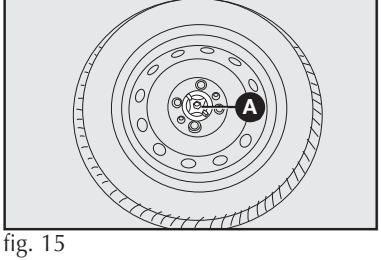
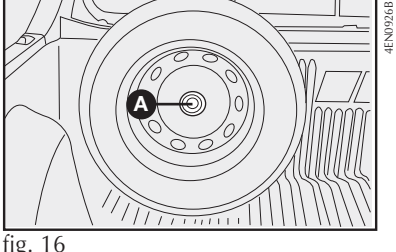

fig. 15
fig. 16
15) colocar a roda substituída no compartimento da roda sobressalente fixando-a com o dispositivo de bloqueio **A-fig. 15** (Palio Fire e Siena Fire) e **A-fig. 16** (Strada Fire).